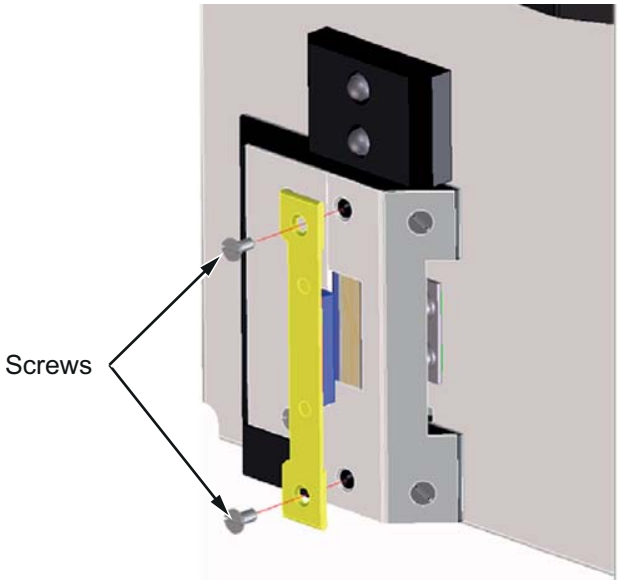

Figure 4-7: Remove Shipping Plate
1. Remove the screws from the front and carefully remove the shipping plate as shown in Figure 4-7.